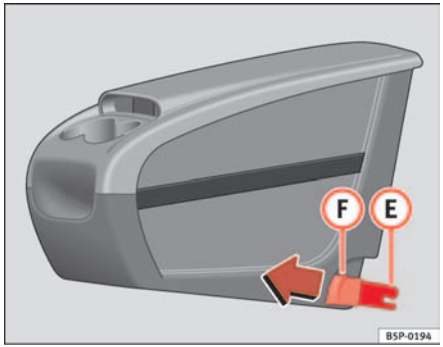
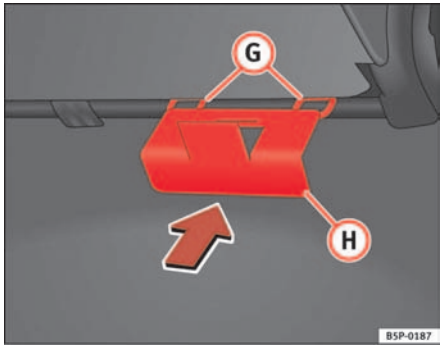

Fig. 110 Mobile stowage compartment Installing
Fig. 111 Mobile stowage compartment mounting plate
– Fit the mobile stowage compartment mounting plate (H) ⇒ fig. 111 from the inside of the vehicle, through the rear section of the seat. It should be fitted between the back rest and the seat, in the central seat area.
– Set both mounting pieces together (E) ⇒ fig. 110, with both mounting rings (G) ⇒ fig. 111 and press hard until both the clips completely connect with the rings.
– Pull each of the buttons ⇒ fig. 110 (F) on the clips (red buttons) forwards, until they snap out of place.